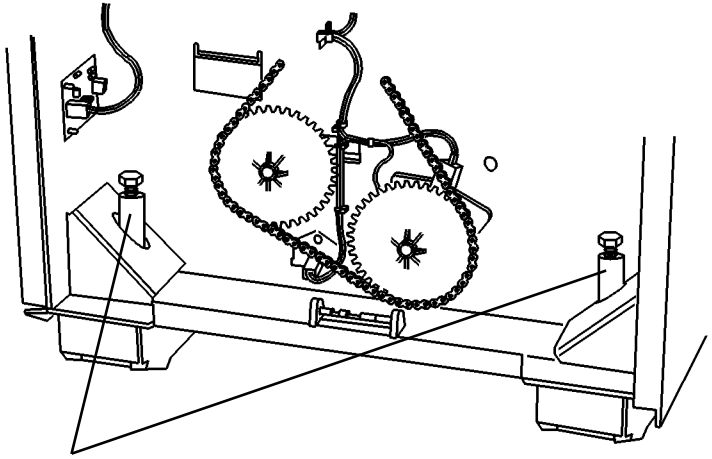

**Figure 1 Raising the Leveling Bolts**
14. ( Figure 1): Raise the leveling bolts.